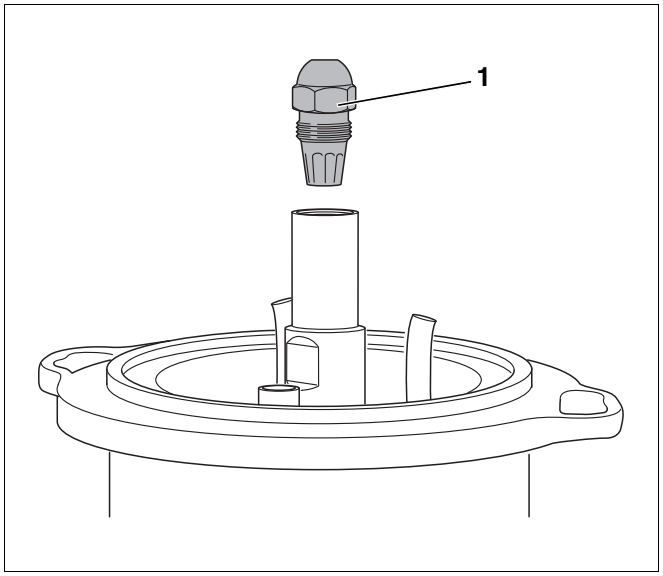

*Рис. 29 Демонтаж форсунки*
- Открутить форсунку (Рис. 29, **поз. 1**) двумя гаечными ключами SW 16 и SW 19.
- Открутить форсунку (Рис. 29, стр. 34).